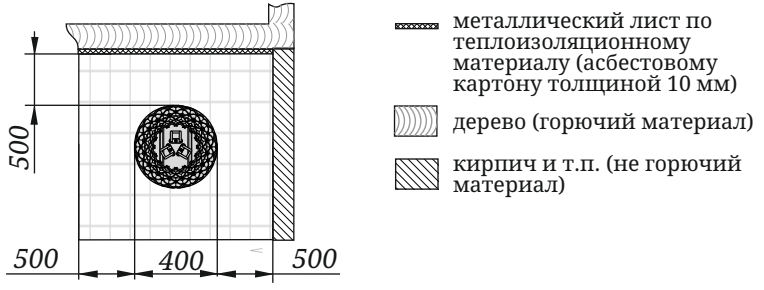

Рисунок 3. Монтаж площадки-постамента
- под электрокаменкой необходимо сделать основание из кирпича или другого негорючего материала или площадку-постамент из негорючего материала высотой 100 мм от уровня деревянного пола. Габариты площадки должны быть такие, чтобы минимальное расстояние от электрокаменки до краев площадки составляло не менее 500 мм (рисунок 3). На пол из негорючего материала электрокаменка устанавливается без дополнительного постамента.
Установите печь на специально подготовленное место для ее эксплуатации (рисунок 3). Убедитесь, что электрокаменка собрана и установлена в соответствии с требованиями СП 7.13130.2013 и настоящего руководства.